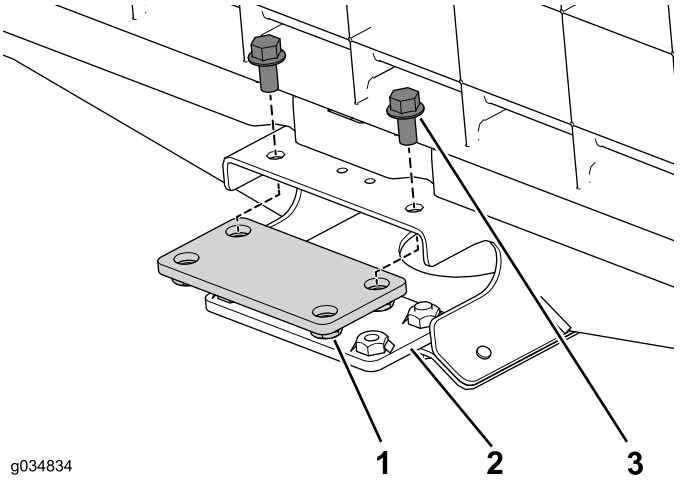

Figure 69
1. Use the 4 flange bolts (3/8 x 3/4 inch) to loosely install the top and bottom connection plates to the center channel on the front section (Figure 69).